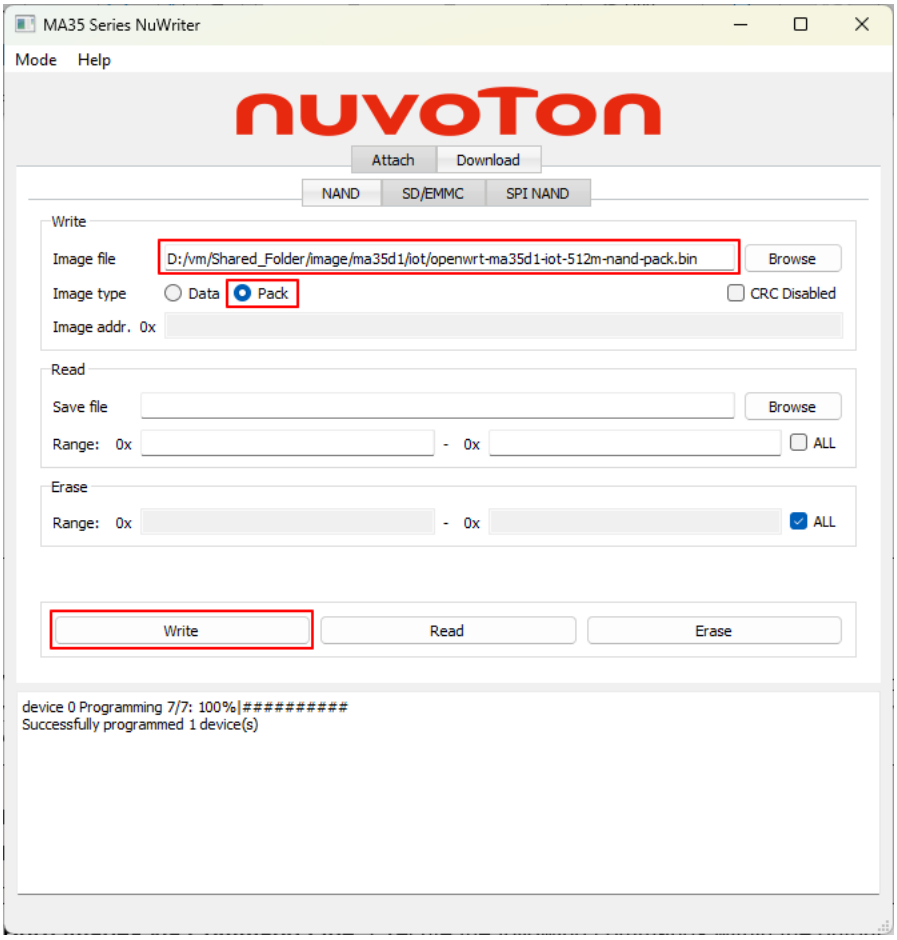

Figure 3-6 Use NuWriter to Program MA35D1 IoT Board
3. **Program the Pack Image:** Select the correct pack image file, set the image type to “Pack”, and click the “Write” button to start programming (as shown in Figure 3-6).